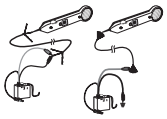

Figure 2a. Pair Tracing **Figure 2b. Cable Tracing**
a. Pair identification, to the two wires of the pair. See Figure 2a.